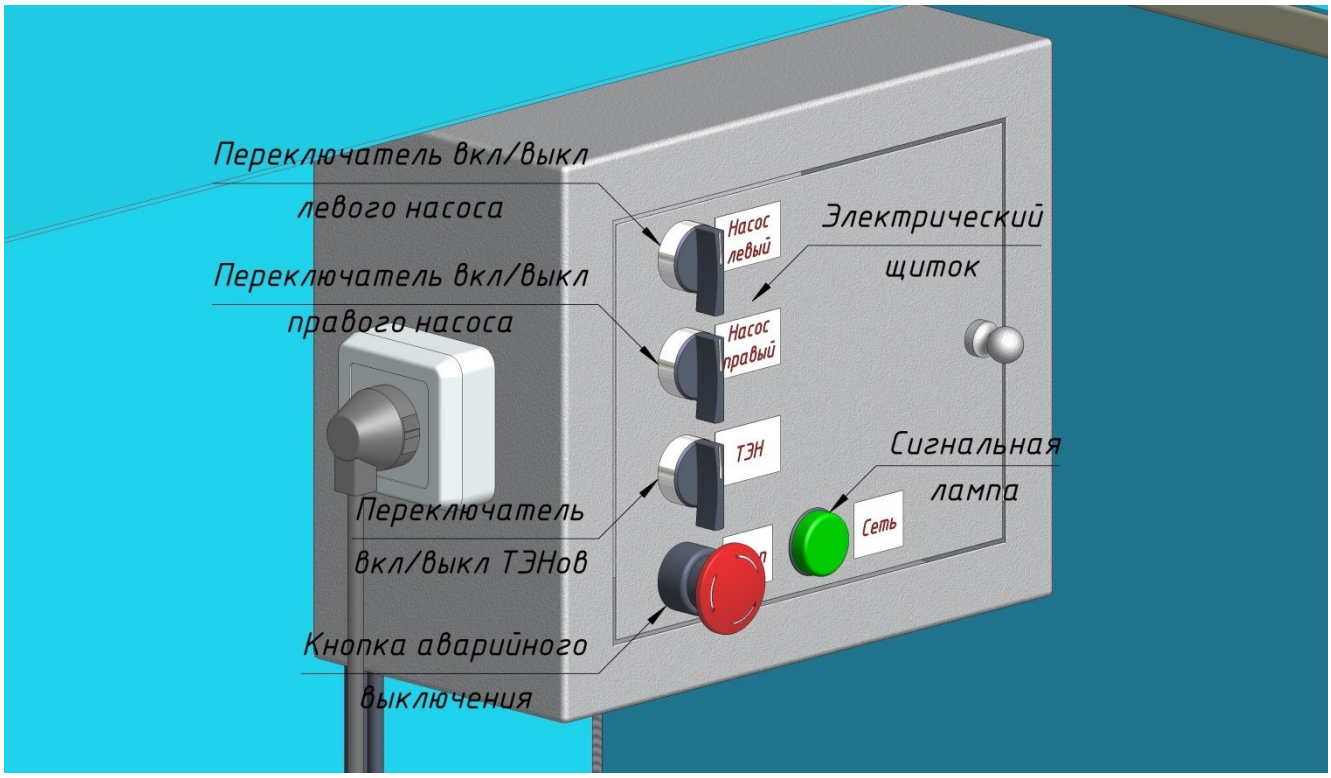

Рисунок 6
– включить центральный автомат, расположенный в электрическом щитке (смотри рис. 6);
– убедиться в том, что кнопка аварийного выключения отжата и горит сигнальная лампа, подтверждающая готовность ПМК к работе (смотри рис. 6);
– повернуть переключатель необходимого насоса по часовой стрелке (смотри рис. 6);
а) ⚠ **Внимание!** Низкая температура представляет опасность для ПМК «Гейзер». Нельзя допускать образования льда внутри гидромагистрали. Поэтому данная установка оборудована ТЭНами с терморегулятором для подогрева воды в переходное время года. Использование ТЭНов в теплое время года не целесообразно, поэтому на летний период необходимо отключить их от электропитания с помощью переключателя (смотри рис. 6).
⚠ ***Внимание!*** *При возникновении нештатной ситуации необходимо немедленно нажать кнопку аварийного выключения (смотри рис. 6) и последовательно обесточить пункт мойки колес.*